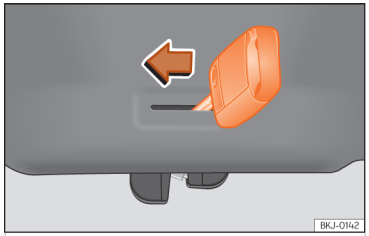

Abb. 56 Ausschnitt Gepäckraum: Notentriegelung.
- Führen Sie den Schlüsselbart in den Schlitz ein und drehen Sie den Schlüssel in Pfeilrichtung, bis sich das Schloss öffnet ››› (Abb. 56).